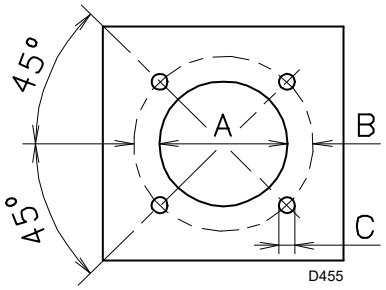

Fig. 14
Forare la piastra di chiusura della camera di combustione come in Fig. 14. La posizione dei fori filettati può essere tracciata utilizzando lo schermo termico a corredo del bruciatore.
- Infilare tutto il bruciatore sul foro caldaia, precedentemente predisposto (Fig. 14), e fissare con le viti date a corredo.